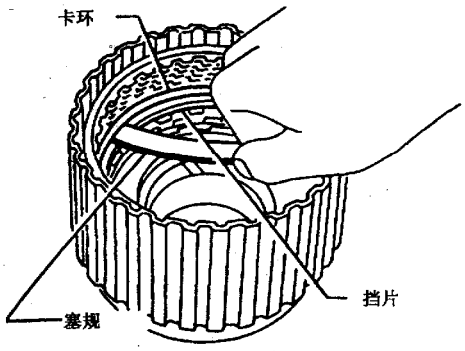

图 9-6-89 测量间隙
(6) 如图 9-6-89 所示，测量超速档离合器挡片和卡环之间的间隙，其标准值为 1.0～1.4mm，允许的极限值为 2.0mm。如果实测值超出极限值，则选择合适的挡片。挡片的规格见表 9-6-10。